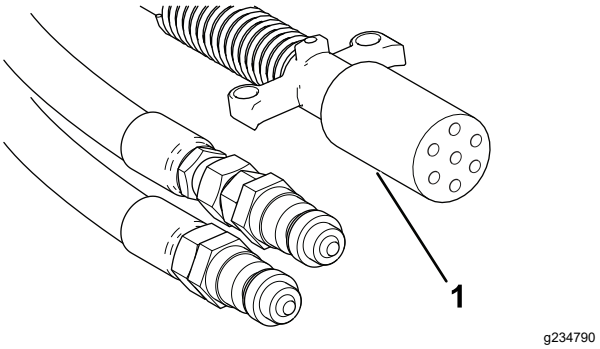

Figuur 21
10. Koppel de krulkabel met 7 contacten aan op het contactpunt van de machine en de tractie-eenheid (Figuur 21).